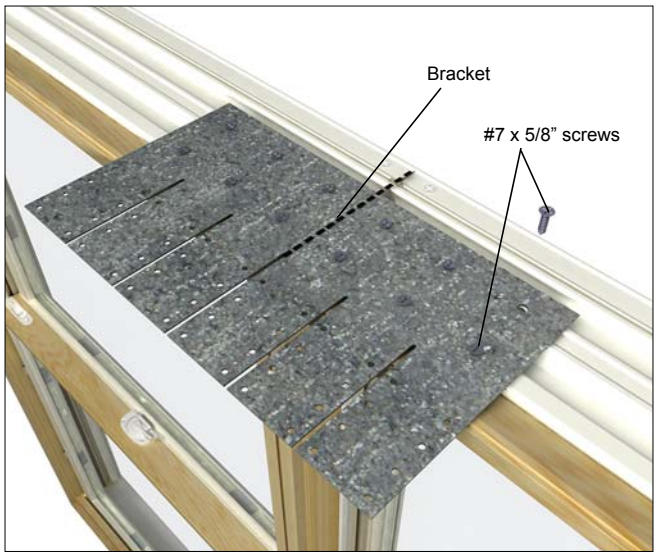

Figure 9 Center bracket and attach with screws.
3. Attach the mull brackets with the #7 x 5/8" screws provided. See figure 9.